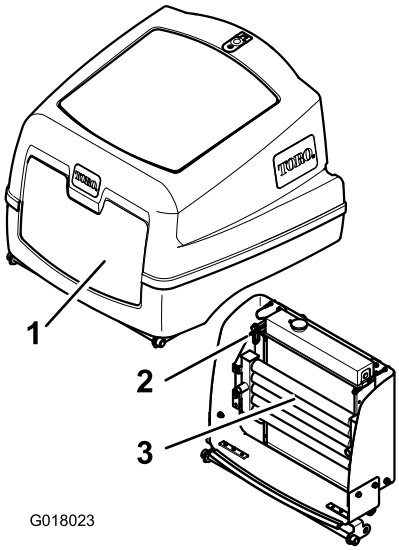

Figur 57
4. Lås opp panserlåsen og åpne panseret (Figur 57).